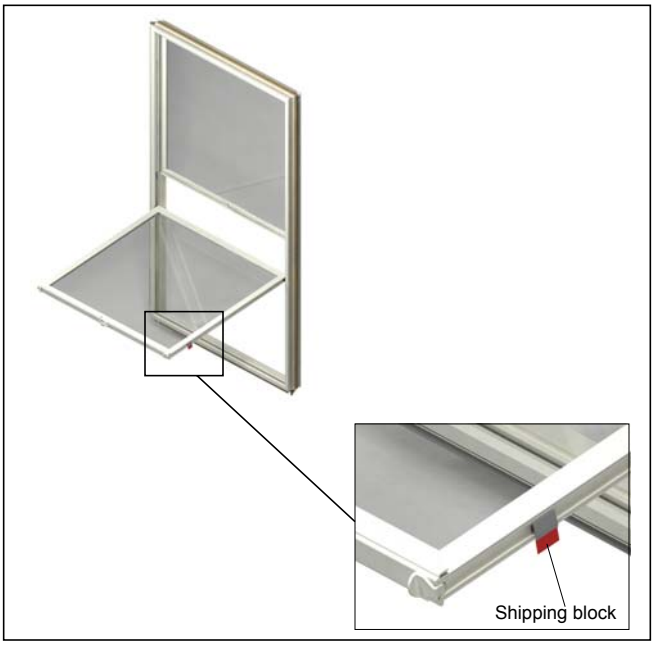

Figure 12
4. On Single and Double Hung units: Raise the bottom sash and tilt in. Remove the vinyl shipping blocks from each side. See figure 12.